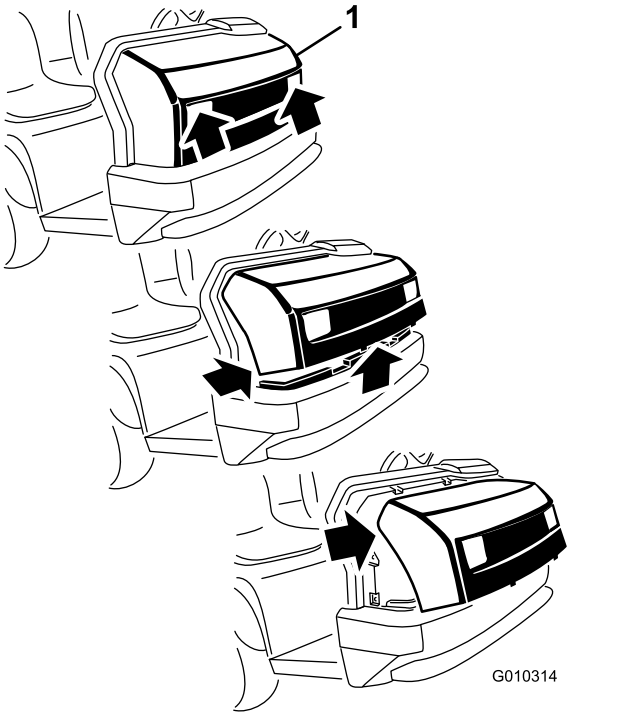

Figur 1
1. Fatta tag i strålkastaröppningarna på motorhuven och lyft huven uppåt så att de nedre monteringstapparna lossnar från ramspåren (Figur 1).
2. Sväng huvens nedre del uppåt tills du kan dra ut de övre monteringstapparna från ramspåren (Figur 1).
3. Sväng huvens övre del framåt och koppla loss kabelkontakterna från strålkastarna (Figur 1).
1. Rikta in motorhuven mot maskinens främre del (Figur 1).
3. Sväng huven bakåt och för in monteringsflikarna högst upp på huven i skårorna på maskinens instrumentbräda (Figur 1).
4. Sväng huven nedåt och för in flikarna längst ned på huven i skårorna på stötdämparen (Figur 1).